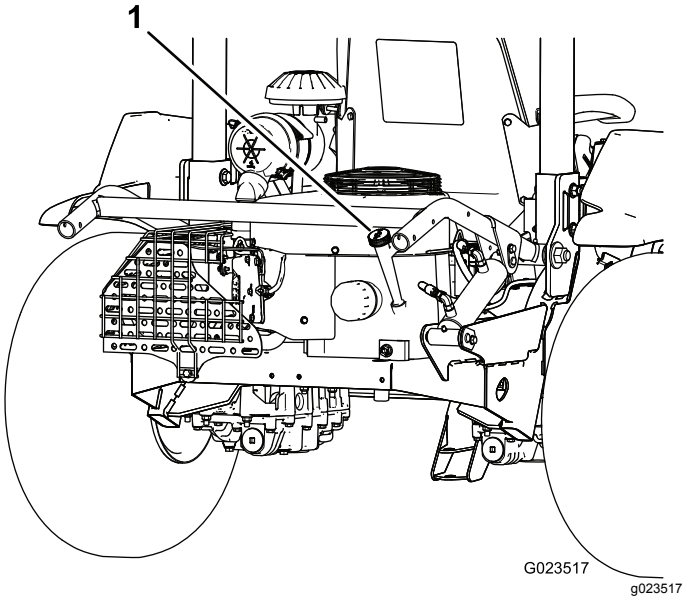
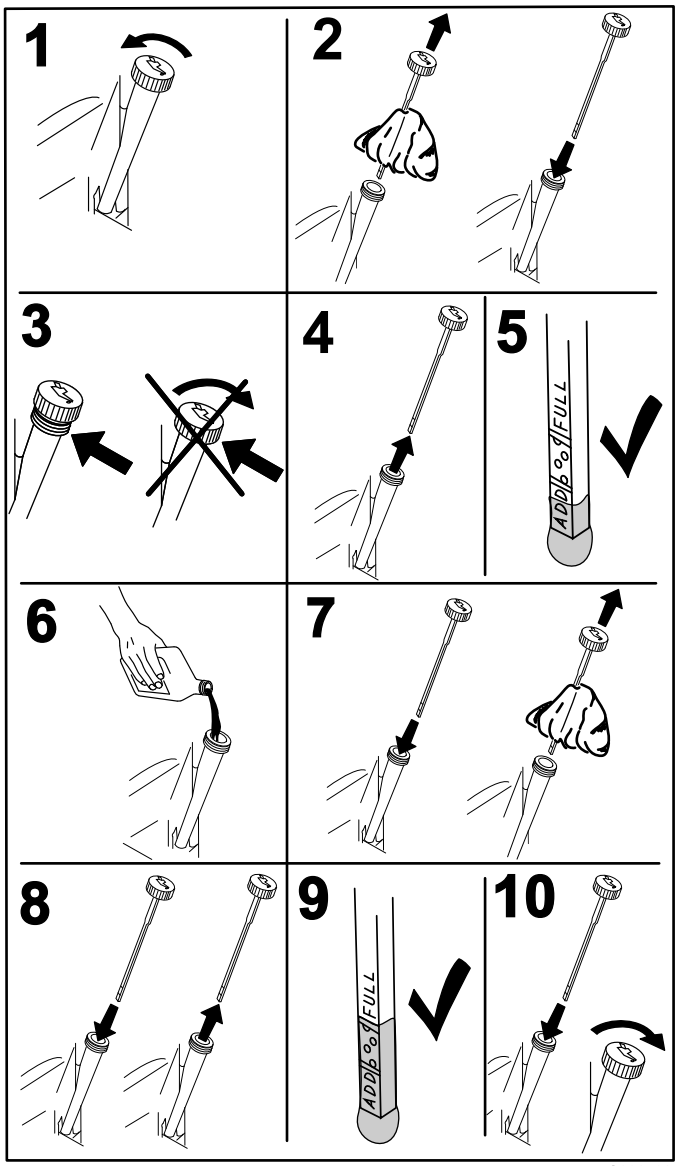

Figur 14
Figur 15
2. Ta ut peilestaven (Figur 14) og tørk den med en ren fille (Figur 15).